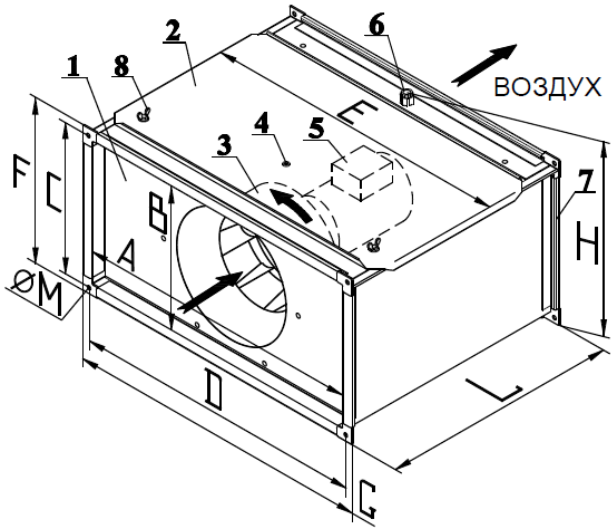

Рисунок 2.1 – Внешний вид и основные размеры вентиляторов VL
5.1.8. Для питания электродвигателя необходимо использовать медный кабель типа ВВГ сечением 1,5 мм2. Кабель проводится через зажимной сальник корпуса 6 и коробки двигателя 5 (см. рисунок 2.1) с обязательной фиксацией его резиновыми втулками при вращении наружной гайки сальников; Кабели питания и управления необходимо уложить как внутри так и снаружи корпуса вентилятора в гофрированном патрубке и надежно закрепить на несущих конструкциях.
5.2.2. При пробном пуске необходимо убедиться в соответствии направления вращения рабочего колеса (поз.3, рис.2.1) стрелке на шильде корпуса вентилятора. Изменение направления производится путём переключения фаз. При отсутствии визуального контроля вращения рабочего колеса на крышке корпуса имеется отверстие с заглушкой (поз.4) (правильное направление потока определяется по выдуванию полоски бумаги из отверстии при снятой заглушке, если полоска втягивается внутрь направление не верно).